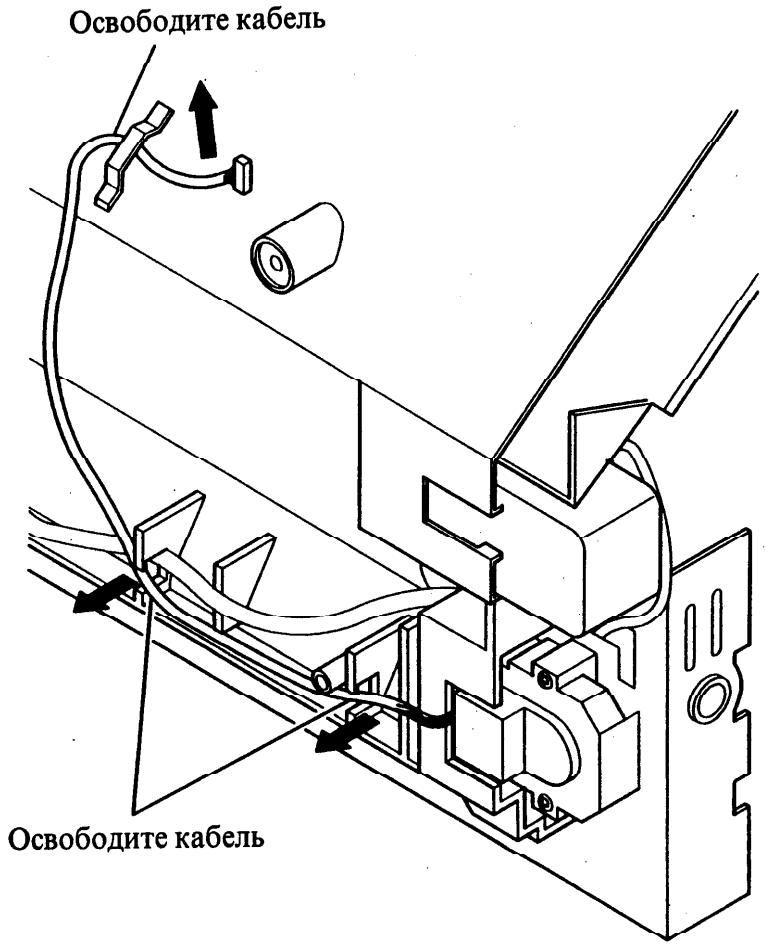

Рисунок 2 Процедура освобождения кабеля
5. Освободите кабель из зажима (рис. 2).